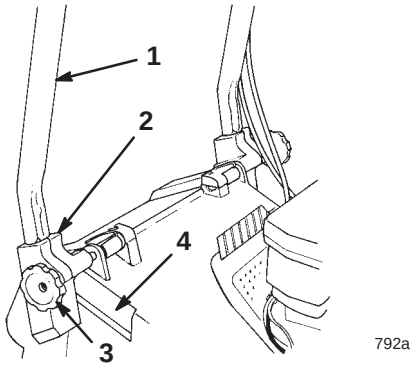

Bild 2
1. Lockern Sie die Feststellschrauben an den Befestigungsbügeln (Bild 2).
3. Schieben Sie die Griffenden in die Löcher in den Befestigungsbügeln, bis die Enden vollständig in den Bügeln sitzen (Bild 2).
4. Drehen Sie den Griff und die Befestigungsbügel nach hinten, bis die Bügel sicher in die Gehäusetaschen passen (Bild 2).